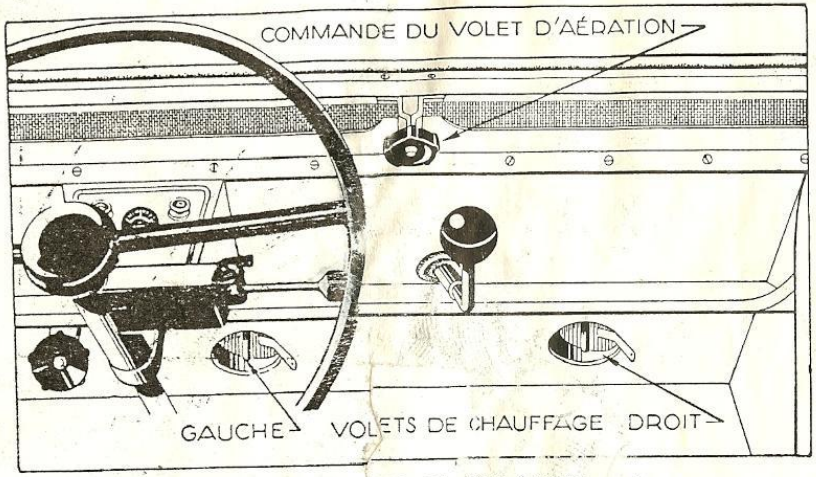

Afb. 23. — VERWARMING EN LUCHTVERVERSING.
Voor het Standaardmodel (AZ) : 2 verwarmingsmonden : 1 rechts, 1 links. Deze kunnen afzonderlijk geopend of gesloten worden door de schermen (afb. 23) te draaien door middel van het hefboompje.
De luchtklep meer of minder openen door de knop (afb. 23) in de richting van de wijzers van de klok te draaien. De luchtverversing is dikwijls aangenaam, zelfs wanneer de verwarming ingeschakeld is. Wanneer het zeer warm is, bovendien de